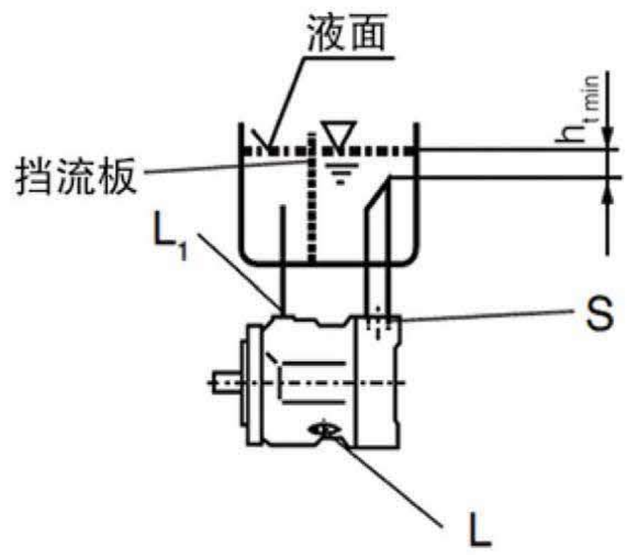

图5
c) 如安装在油箱下，泄油口“L_1”及进油口“S”配管请参见图5。